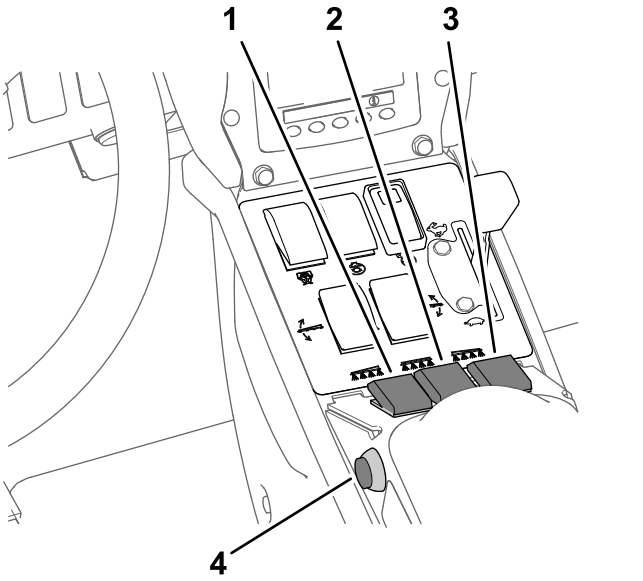

Рисунок 44
7. Установите переключатель (переключатели) секций опрыскивания в положение Вкл. (Рисунок 44).
10. Начните движение на машине с требуемой скоростью, а затем установите главный переключатель секций в положение Вкл., чтобы начать опрыскивание (Рисунок 44).
3. Установите главный переключатель секций в положение Выкл.; см. Рисунок 44 в разделе Опрыскивание в режиме заданной нормы внесения (страница 44).
7. Устанавливайте переключатели секций по мере необходимости в положения Вкл.; см. Рисунок 44 в разделе Опрыскивание в режиме заданной нормы внесения (страница 44).
9. Начните движение на машине с требуемой скоростью, а затем установите главный переключатель секций в положение Вкл., чтобы начать опрыскивание .Рисунок 44 Опрыскивание в режиме заданной нормы внесения (страница 44)